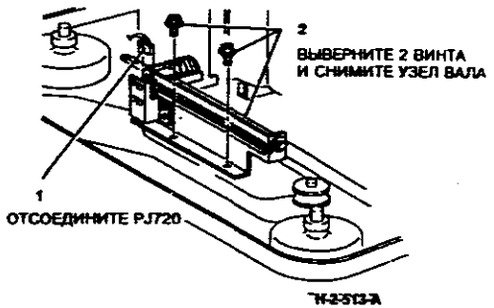

**Рисунок 5. Снятие узла нижнего приводного вала механизма подравнивания**
8. (Рисунок 5) Снимите узел нижнего приводного вала механизма подравнивания.